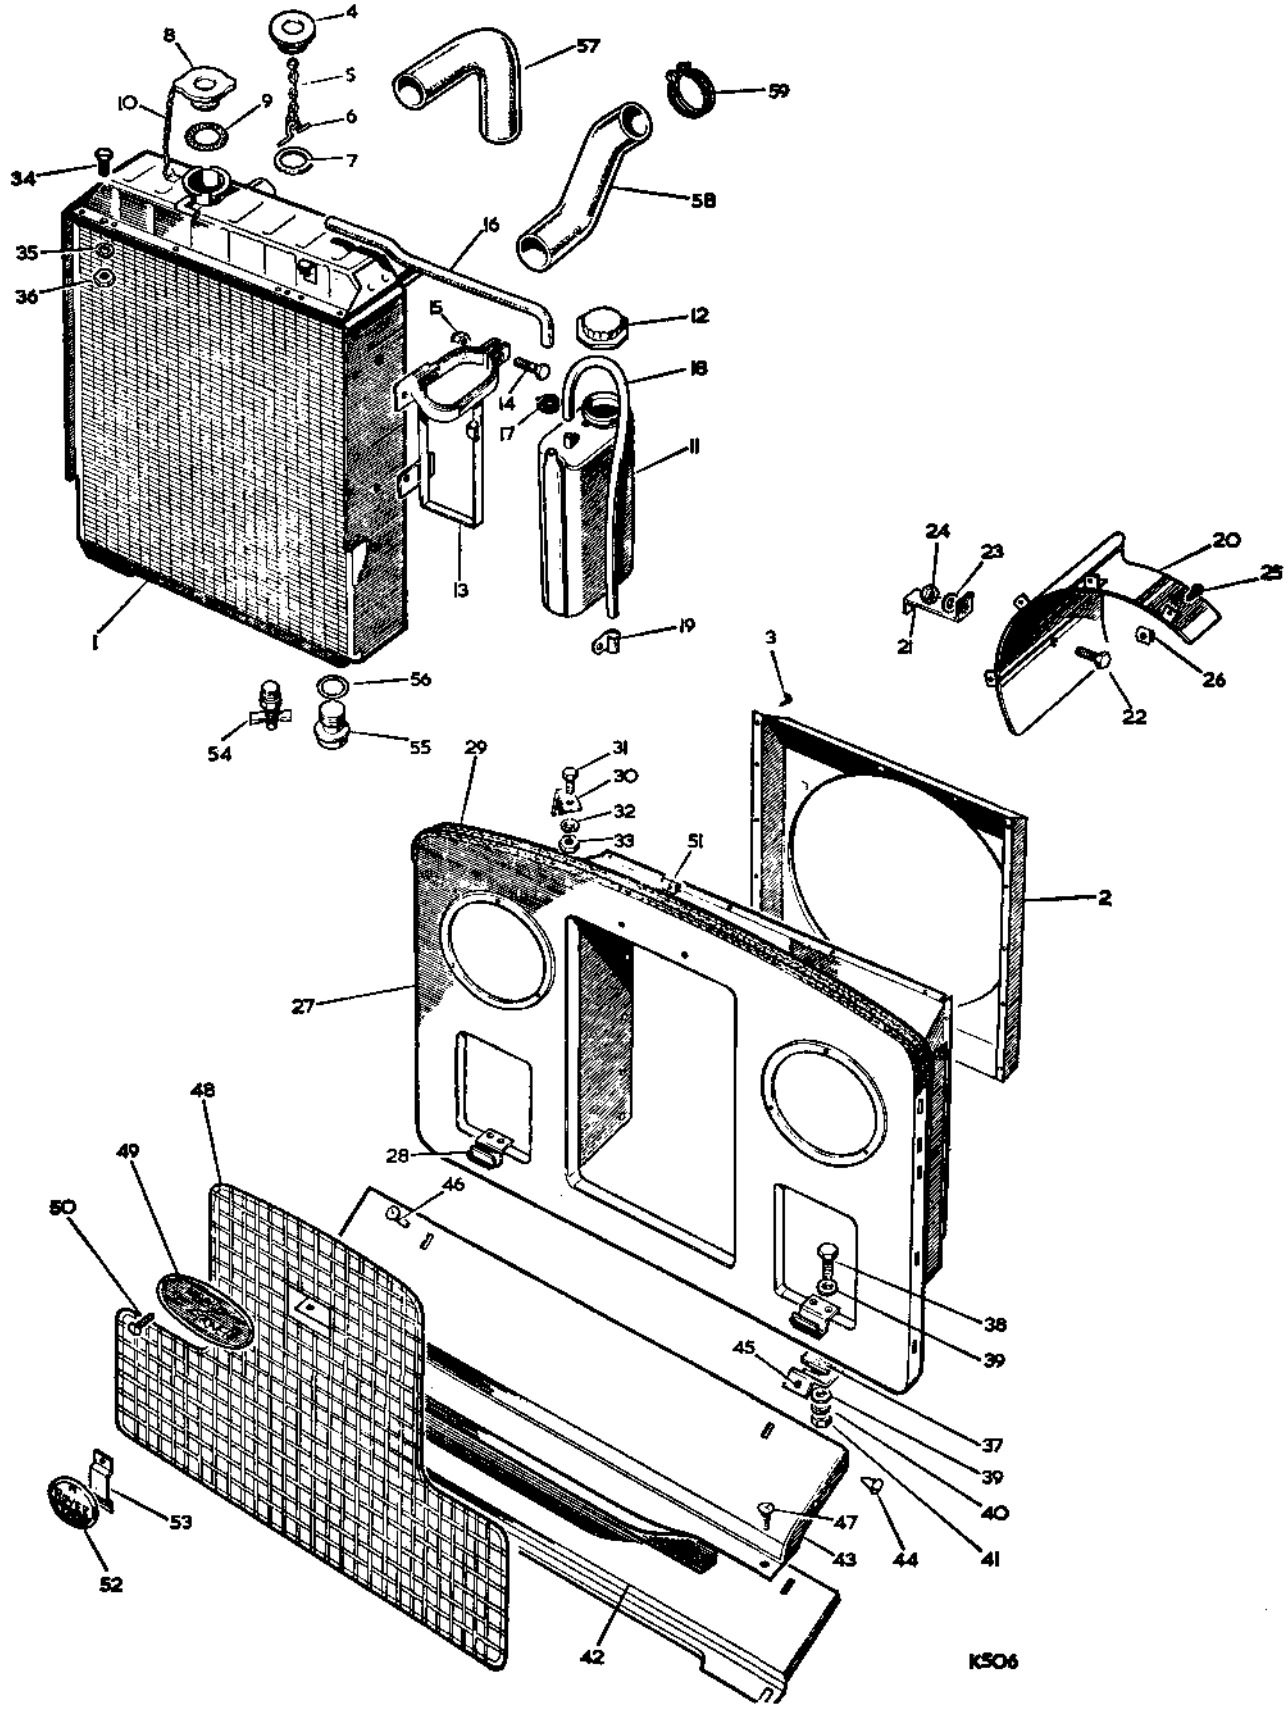

**Fig. K1-9. Layout of radiator and grille panel**
**Key to Fig. K1-9. Layout of radiator and grille panel**
2. Remove the fixings and detach the radiator block from the grille panel, Fig. K1-9 refers.